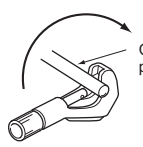

Fig. 1
1) Cut the copper pipe as straight as possible with a pipe cutter. (Fig. 1, 2)